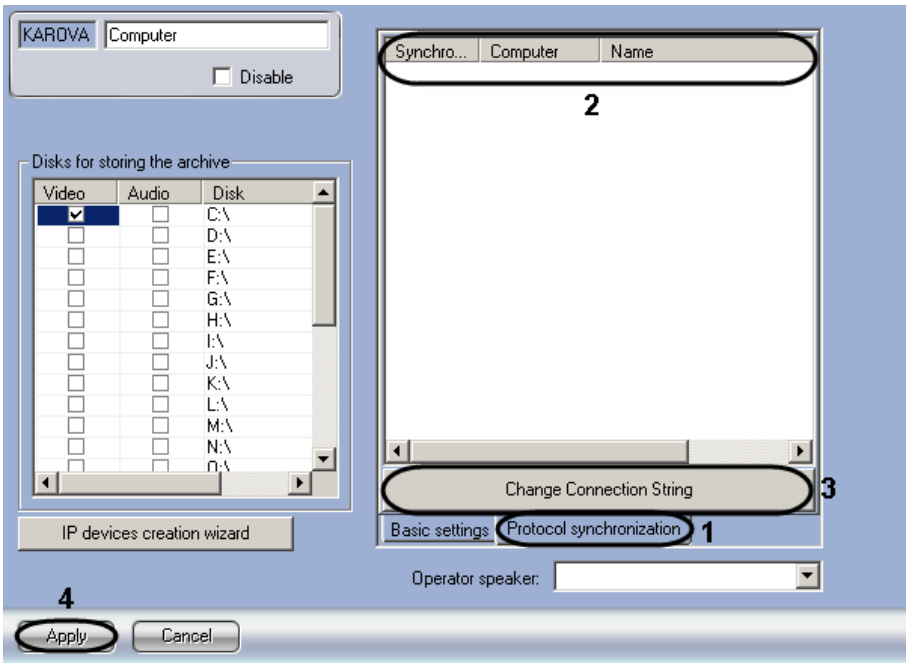

Figure 8.19-7 Configuring the "Event log" databases synchronization
1. Go to the "Protocol synchronization" tab (Figure 8.19-7, 1).
2. In the "Synchronize" column set checkboxes next to those computers with which the synchronization of the "Event Viewer" databases is to be performed on the Server (Figure 8.19-7, 2).
3.2. Click the "Change Connection String" button (Figure 8.19-7, 3).
4. Click the “Apply” button to save the settings (Figure 8.19-7, 4).